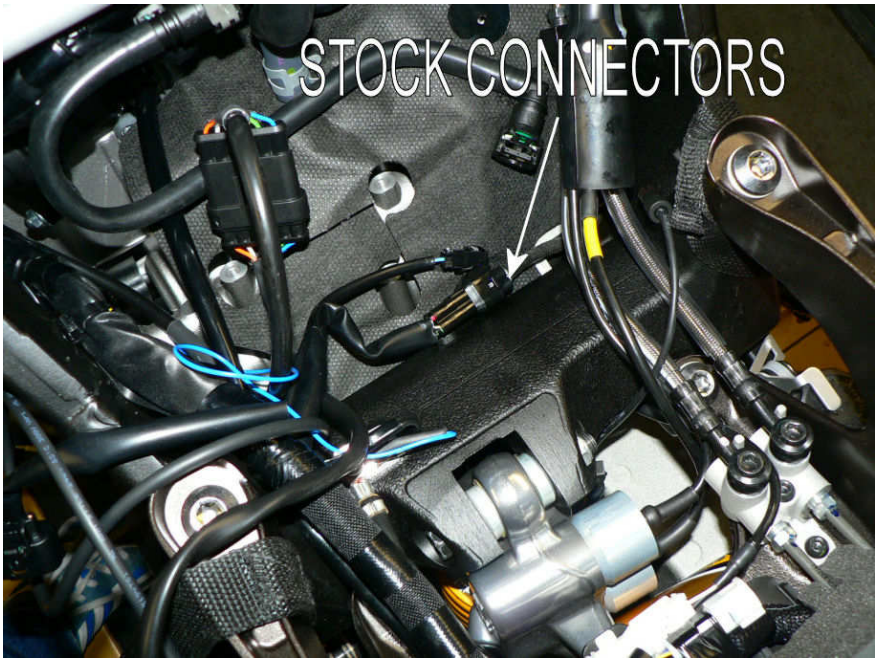

**Fig.13**
19. Ausfindig machen und abtrennen folgenden schwarzen Verbinder vier Pole unter dem Tank (**Fig.13**).